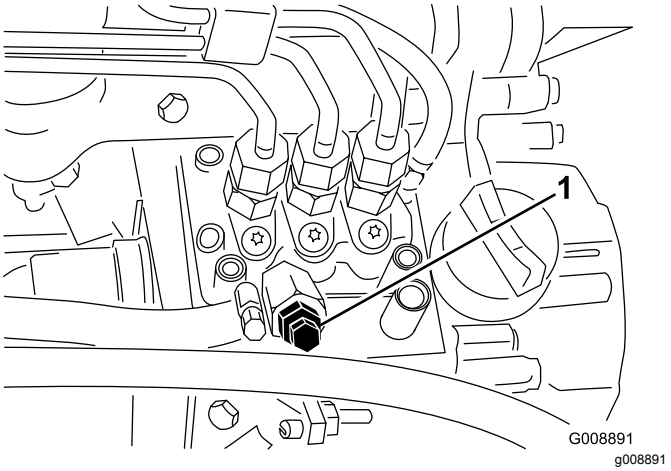

Figur 42
4. Åbn udluftningsskruen på brændstofindsprøjtningspumpen (Figur 42).